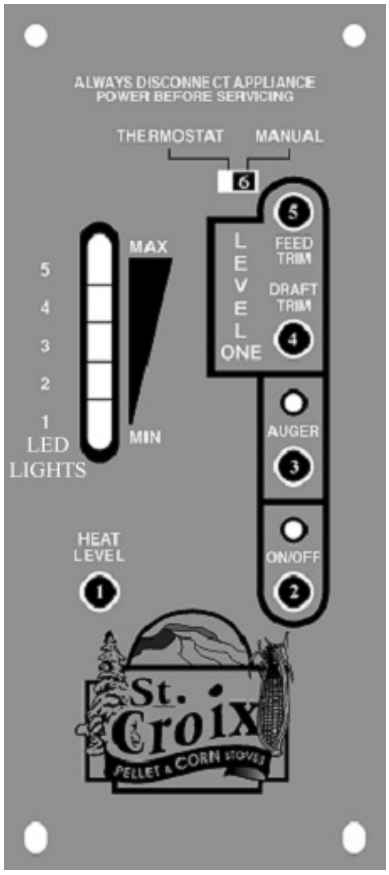

Figure 3
A closer look at the Control Board to the right in figure 3 will explain how the board works. There are five buttons labeled 1 through 5, a slide switch labeled 6 and a LED Light bar with 5 Heat Settings. ***The LED Light bar is also used during the Diagnostic process, see page 9 for more details.***
The buttons on the board function as follows: *(Refer to Figure 3. The touch pad buttons and Slide Switch are labeled with the white numbers 1 through 6)*
4. Close the door and push the On/Off button on the control board. (*Button #2, see figure 3)*
Shutting Your Stove Off *(See Figure 3)*
The #2 LED and the #3 LED lights on the LED Light bar as show in Figure 3 will flash to give a diagnostic code to help in diagnosing problems that may occur.
1. The **Proof of Fire** switch. This switch will sense the temperature of the Exhaust rising during start up. If the Exhaust temperature does not reach 110 degrees F, or if during use the temperature drops below 110 degrees F, the Stove will go into **"Internal Alarm"** and the Auger will quit feeding fuel. Once the stove completes the safety shutdown, the #3 LED will start blinking. *(See Figure 3 on Page 7 and point 5 on page 22)*
2. The **High Limit** switch. This sensor will sense if the unit reaches temperatures that are too high for normal operation. If this happens the Auger will quit feeding and the #2 and #3 LED lights will flash simultaneously. *(See Figure 3 on Page 7 and point 6 on page 22)*
3. The **Vacuum** Switch - For the stove to operate, the Firebox needs to be sealed. During the first 30 seconds after the stove has been turned on the Control Board will check if the switch senses negative pressure (Vacuum) in the Firebox of the stove. If there is no negative pressure, the stove will shut down and the #2 LED will start blinking. *(See Figure 3 on Page 7 and point 4 on page 21).*